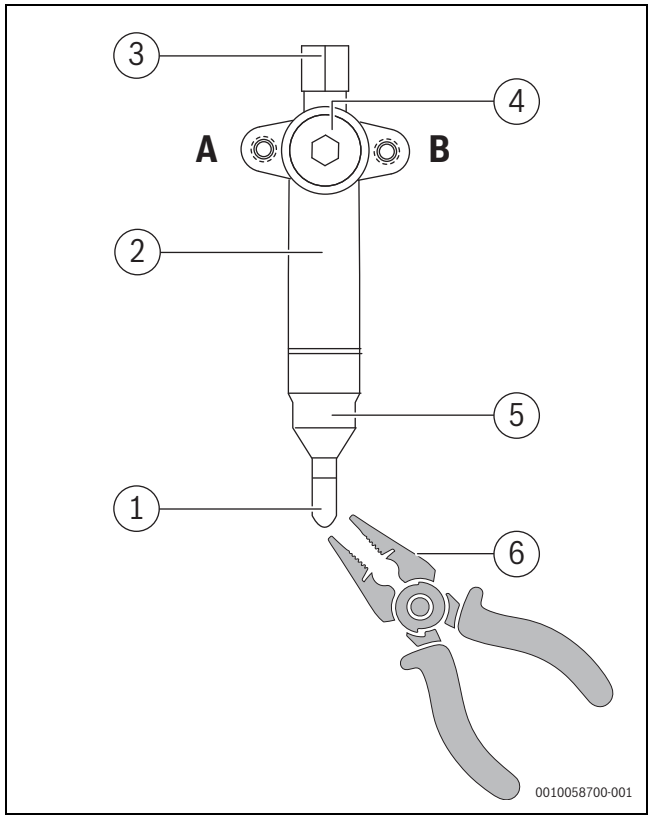

Fig. 20
- Per maggiori informazioni, vedere la fig. 20.